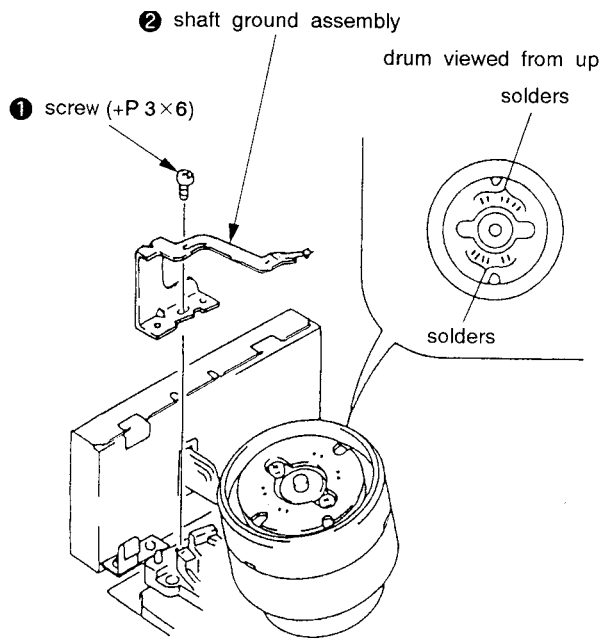

Fig. 4.
1) Remove the screw ❶ (+P 3×6) and take out the shaft ground assembly ❷. (See Fig. 4.)